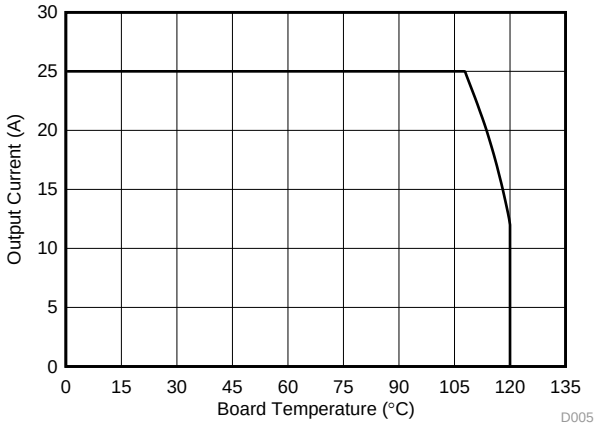

Figure 4. Typical Safe Operating Area(1)
The SOA curves in the CSD87335Q3D data sheet provides guidance on the temperature boundaries within an operating system by incorporating the thermal resistance and system power loss. to Figure 4 outline the temperature and airflow conditions required for a given load current. The area under the curve dictates the safe operating area. All the curves are based on measurements made on a PCB design with dimensions of 4 in (W) × 3.5 in (L) × 0.062 in (T) and 6 copper layers of 1-oz copper thickness.